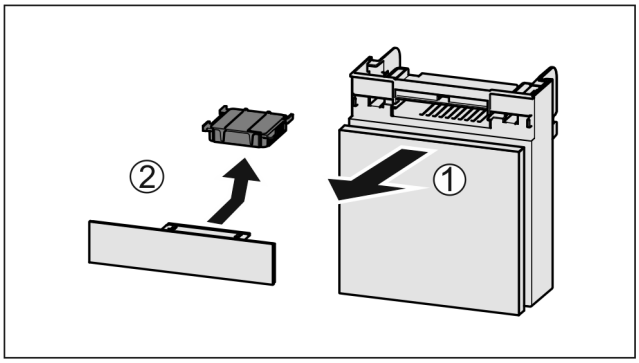

Fig. 196
▶ Extrageți *Fig. 196 (1)* compartimentul către înainte.
▶ Scoateți *Fig. 196 (2)* filtrul de cărbune activ.